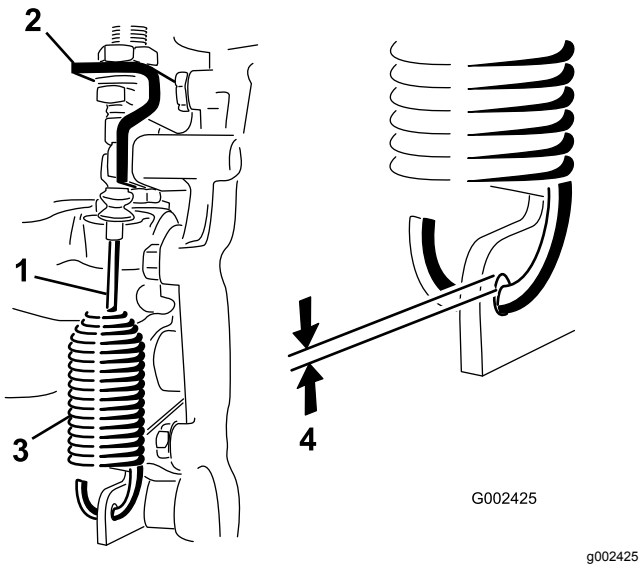

Figur 44
2. Løsne på låsemutterne som fester differensialsperrekabelen til braketten på transakselen (Figur 44).